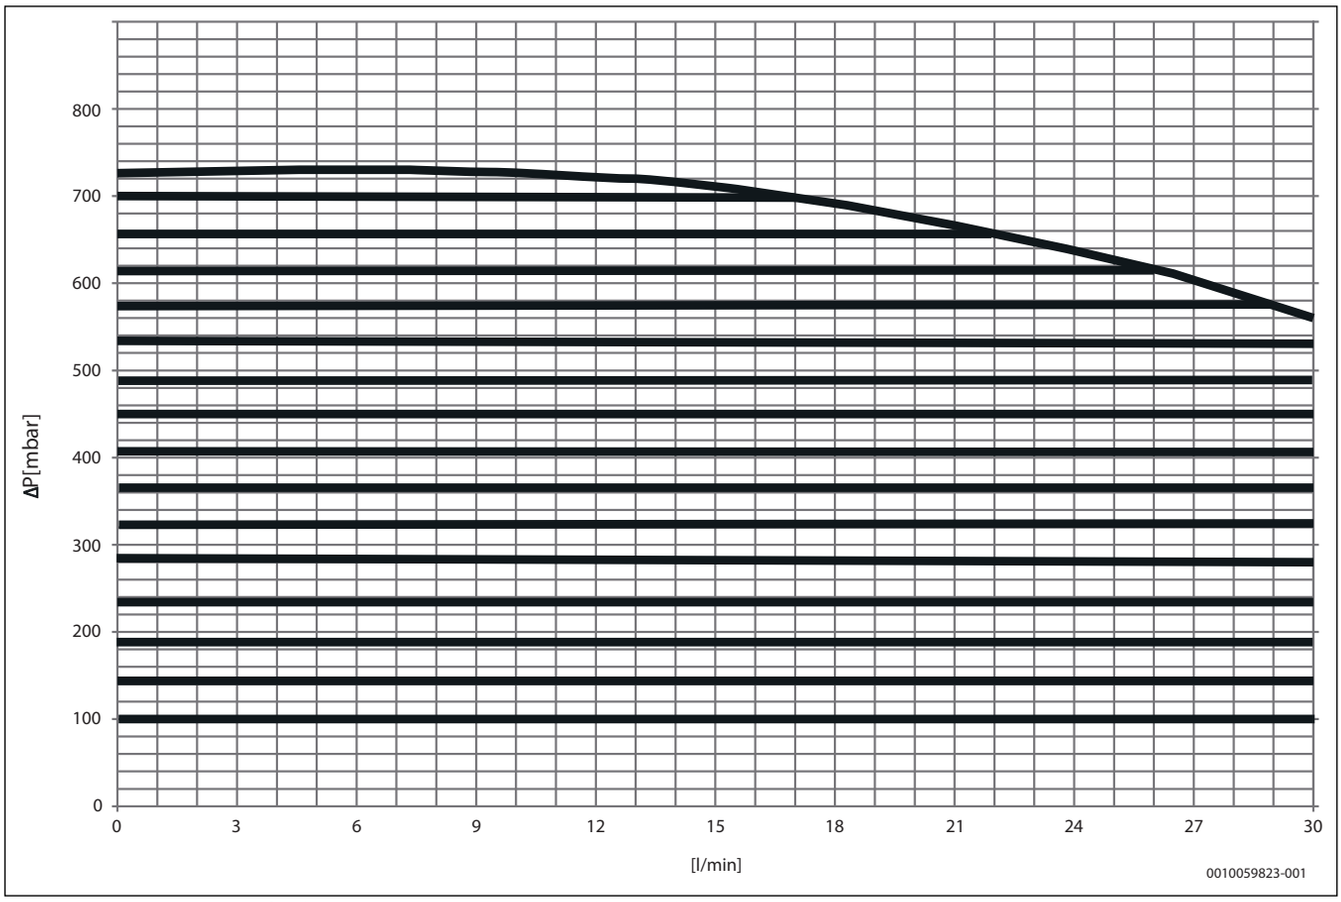

*Bild 18 Leistungsdiagramm für die Heizkreispumpe in einem Heizkreis mit konstantem Druck*
2) Der verfügbare Druck hängt von der angeschlossenen Wärmepumpe oder der hydraulischen Entkopplung ab (→siehe Leistungskurve für die Heizkreispumpe, Abbildung 18)